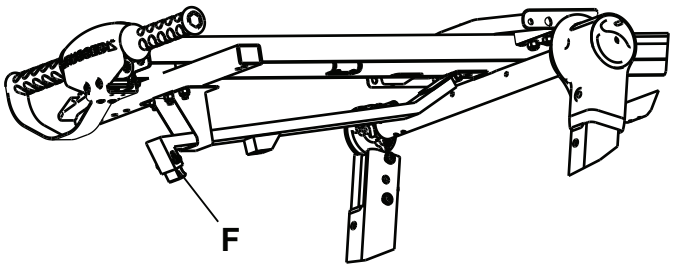

Figura 17 – Ajuste de la punta del gancho
2. Pruebe a descargar la camilla desde un vehículo para confirmar que el gancho de seguridad se conecta a la placa de enganche. Utilizando una llave Allen M5, ajuste la punta del gancho (F) como sea necesario para asegurarse de que el gancho de seguridad y la placa de enganche se conecten durante la descarga (Figura 17).